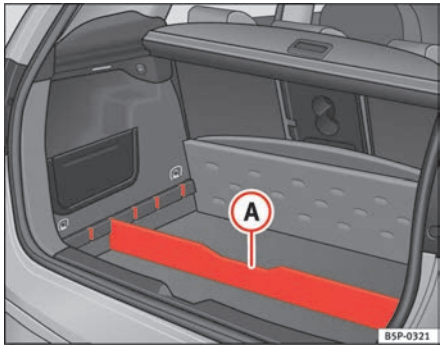

**Fig. 107 Variable floor boot stowage compartment**
– Fit the separator (A) ⇒ fig. 107, into the side grooves depending on the size of the objects to be transported. The onboard tool kit and the spare wheel are located underneath the luggage compartment.